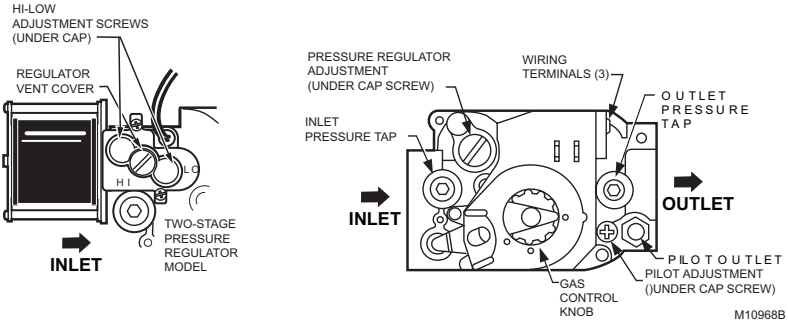
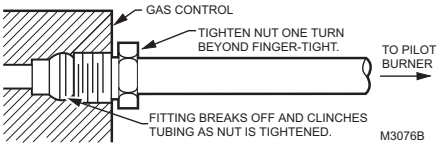

Fig. 6. Top view of gas control.
Fig. 7. Always use new compression fitting.
3. Unscrew the brass compression fitting from the pilot outlet (Fig. 6). Slip the fitting over the tubing and slide out of the way. See Fig. 7.
1. Remove pilot adjustment cover screw. See Fig. 6.
3. With main burner operating, check the control flow rate using the meter clocking method or check pressure using a manometer connected to the outlet pressure tap on the control. See Fig. 6.
b. Using a screwdriver, turn the inner adjustment screw (Fig. 6) clockwise ↷ to increase or counterclockwise ↶ to decrease the gas pressure to the burner.
3. With main burner operating, check the gas control flow rate using the meter clocking method or check pressure using a manometer connected to the outlet pressure tap on the gas control. See Fig. 6.
Using a screwdriver, turn the inner adjustment screw (Fig. 6) clockwise ↷ to increase or counterclockwise ↶ to decrease the gas pressure to the burner.
4. With main burner operating, check the gas control flow rate using the meter clocking method or check pressure using a manometer connected to the outlet pressure tap on the gas control. See Fig. 6.
a. Remove the pressure regulator adjustment cap (Fig. 6).